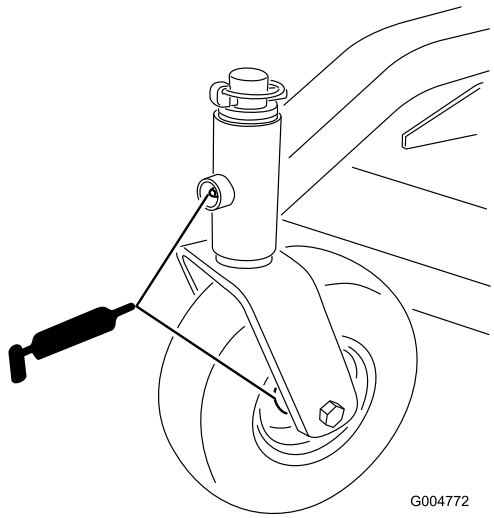

Figur 15
- främre svänghjulens spindelbussningar (Figur 15)
- främre och bakre svänghjulslager (Figur 15)